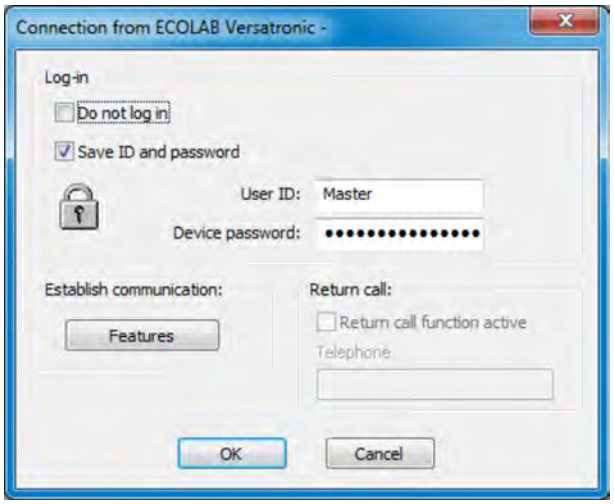

Fig. 114: Login settings
2. make settings for the application and click "Properties" (See Fig. 114 .)